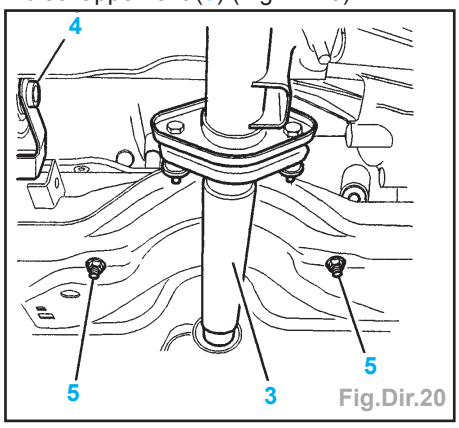

Fig.Dir.20
- Déposer le joint (2).
- Sur moteur TU, déposer le tube avant d'échappement (3) (Fig.Dir.20).